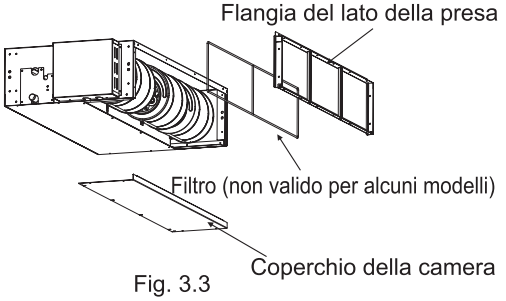
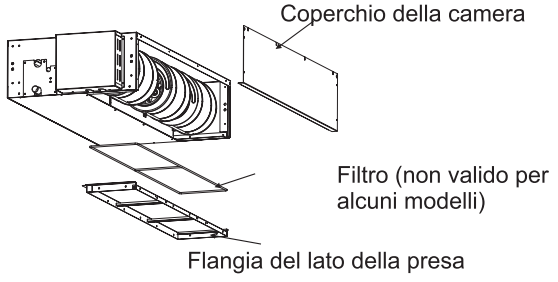

Fig. 3.3
Fig. 3.4
(1) Rimuovere la flangia del lato della presa. Rimuovere il coperchio della camera.
(2) Ricollegare il coperchio rimosso dalla camera secondo l'orientamento descritto dall'immagine, ricollegare la flangia del lato della presa nell'orientamento mostrato nella Fig. 3.3 e fare riferimento alla Fig.3.4 per la direzione della flangia del lato della presa.